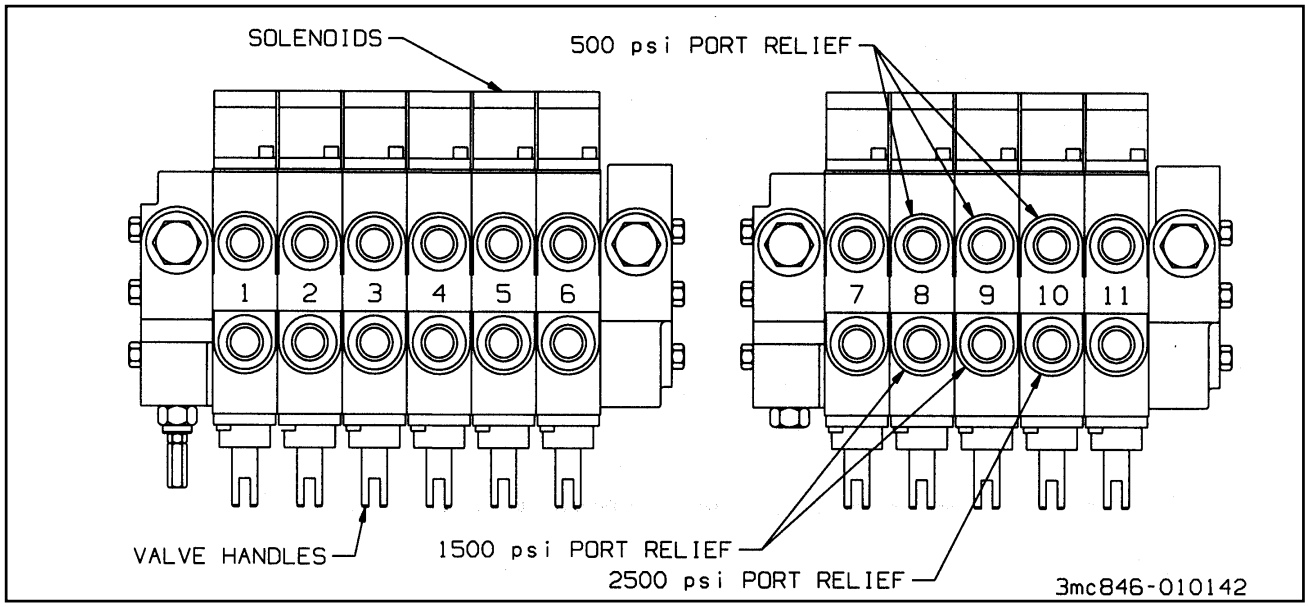

Figure 4-2 Pressure Settings for Control Valve Ports
a. All sections on the 6 spool valve are set at 2500 psi. Sections 7 and 11 on the 5 spool valve are set at 2500 psi. Sections 8, 9 and 10 have relief valves. The front ports of sections 8 and 9 should be set at 1500 psi and the rear ports at 500 psi. The front port of section 10 should be set at 2500 psi and the rear port at 500 psi. **(See Figure 4-2).**